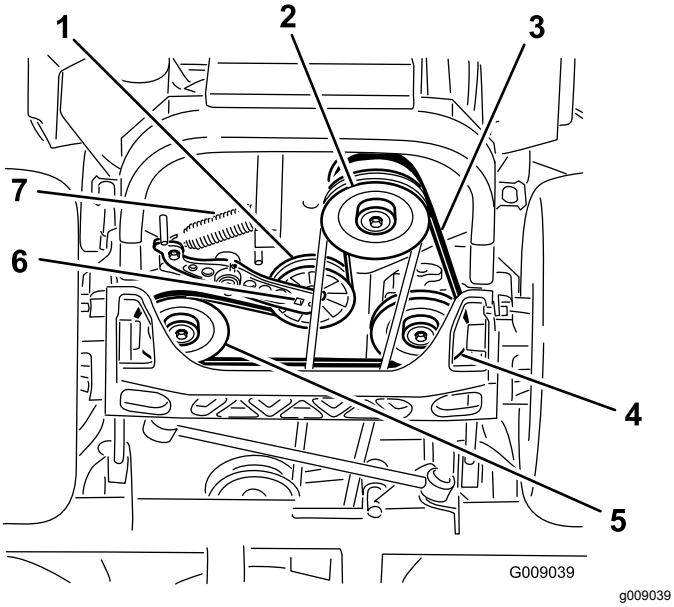

Figuur 93
4. Breng de machine omhoog en ondersteun de machine met assteunen (Figuur 93).
5. Gebruik een ratelsleutel in de vierkante opening in de arm van de spanpoelie om de veer te verwijderen (Figuur 93).
6. Haal de veer van de arm van de spanpoelie (Figuur 93).
9. Gebruik een ratelsleutel in de vierkante opening in de arm van de spanpoelie om de veer aan het frame te bevestigen (Figuur 93).